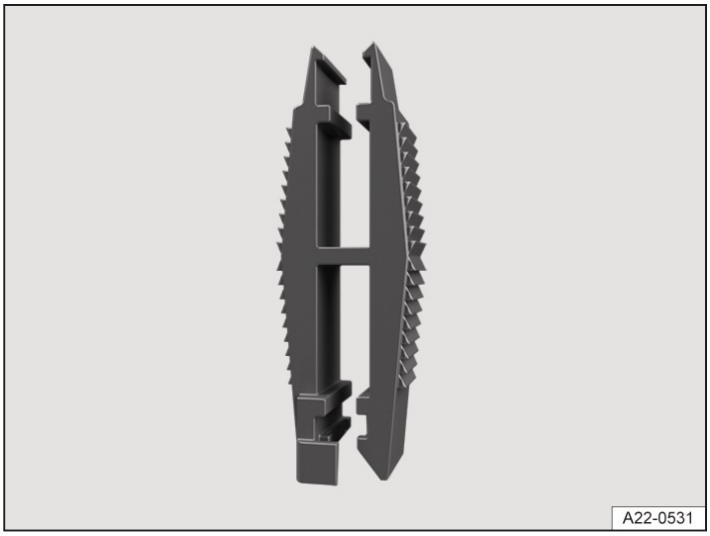

Fig. 2 Plastic pliers for removing or inserting a fuse (general example).
1. If necessary, remove the plastic tongs from either the fuse box or the cover of the fuse box→ *fig. 2*.